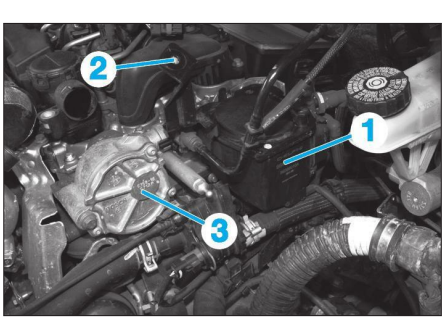

**Fig. 68**
- le filtre à carburant (1) et son support (2) **(Fig.68)**,
- la pompe à vide (3) (voir chapitre "Freins"),